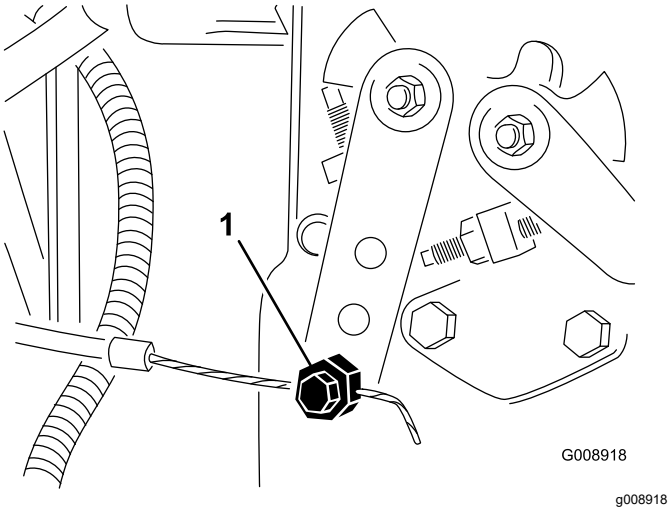

Figuur 83
4. Maak de klem van de gaskabel op de hefboomarm van de injectiepomp los (Figuur 83).